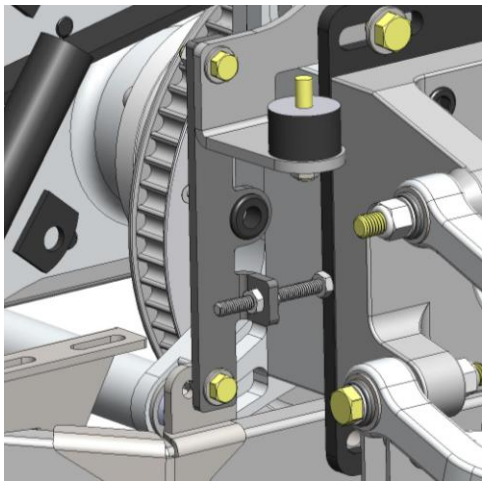

Figure 12
c. Install belt adjuster brackets using 3/8-16x1-1/4" bolts, washers, and nylock nuts. See **Figure 12**
b. Set belt tension and alignment by moving independent drive train unit forward or rearward as necessary using adjuster bolts. **Figure 12.** Belt tension can be measured by total vertical movement and should be approximately ¾"-1" with a new belt or 1" to 1-1/2" with a used belt. Remember, TOTAL vertical movement.